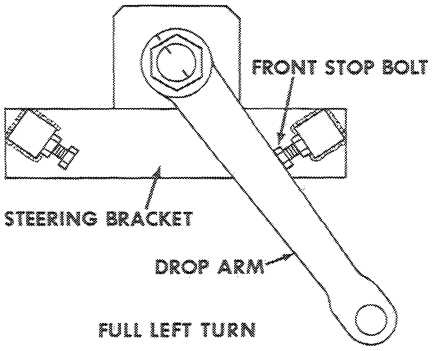

Figure G-4
5. Turn the bracket stop bolt out until it contacts the drop arm, Figure G-4. Tighten the lock nut.